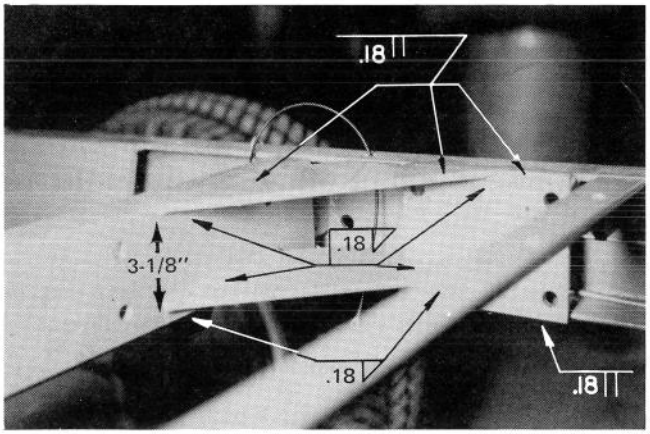

Figure 4
5. Weld the gussets to the mounting plates and the cross member according to the dimensions given in Figure 4.